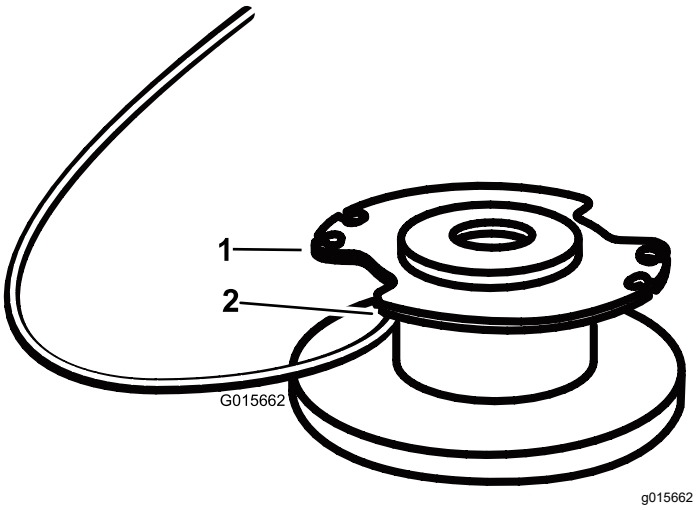

Figura 14
4. Inserte el hilo por el taladro de anclaje en la parte superior del carrete (Figura 14). Enrolle el hilo en el carrete en el sentido indicado por las flechas marcadas en el carrete.